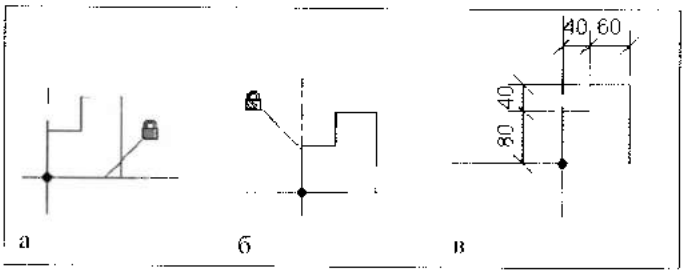

Рис. 17.49. *Создание профиля для переплета*
3. Создать профиль переплета окна (рис. 17.49):